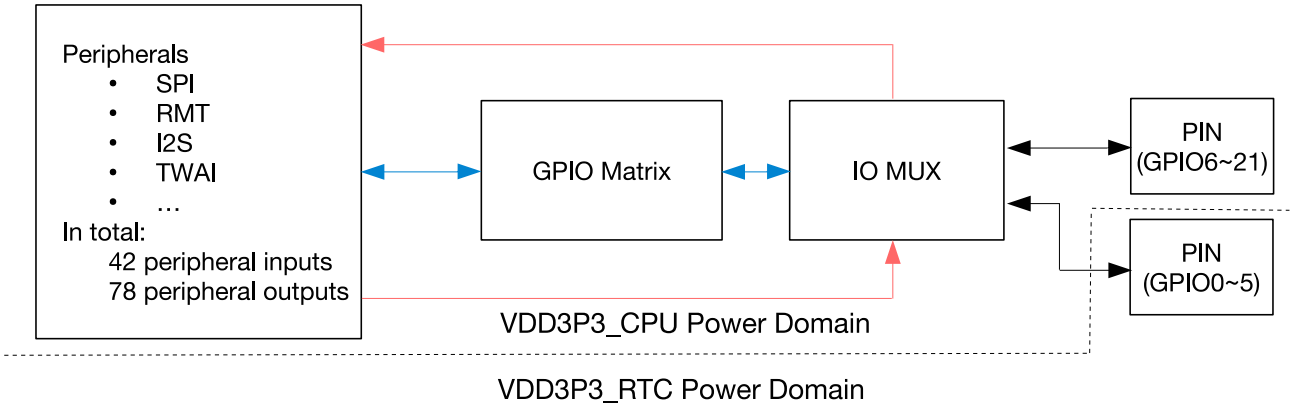

图 5.3-1. IO MUX 和 GPIO 交换矩阵框图（简图）
- 图 5.3-1 简要展示了 IO MUX 和 GPIO 交换矩阵的工作流程；